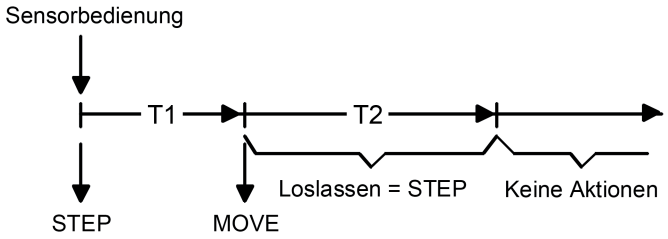

Bild 27: Telegrammkonzept bei der Bedienung einer Sensorfläche der Kanalfunktion "Jalousie Step / Move / Step"
- Unmittelbar beim Drücken einer Sensorfläche sendet das Gerät ein Kurzzeittelegramm auf den Bus aus (Bild 27), wodurch ein fahrender Antrieb gestoppt und intern die "Zeit zwischen Kurz- und Langzeitbedienung" T1 gestartet wird. Wenn das betätigte Sensorelement innerhalb von T1 wieder losgelassen wird, sendet das Gerät kein weiteres Telegramm aus. Dieser Step dient zum Stoppen einer laufenden Dauerfahrt.